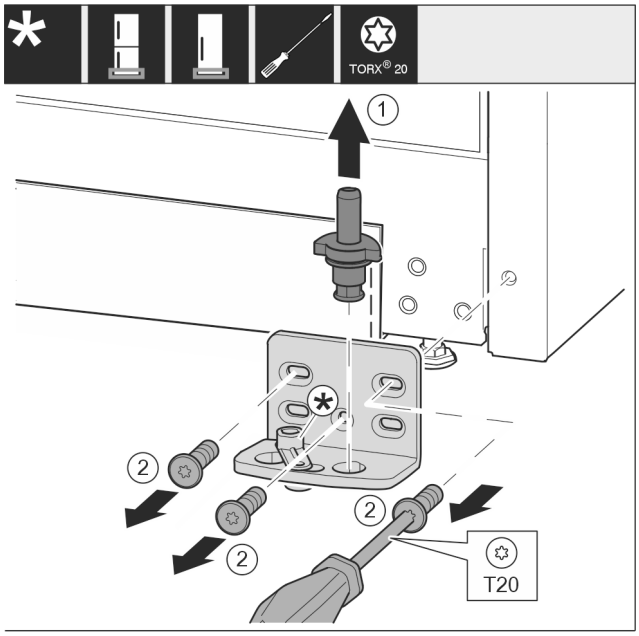

Fig. 17 *
- ▶ Extrageți complet bolțul de lagăr *Fig. 17 (1)* în sus.*
- ▶ Deșurubați șuruburile *Fig. 17 (2)* cu șurubelnița și detașați suportul de lagăr.*